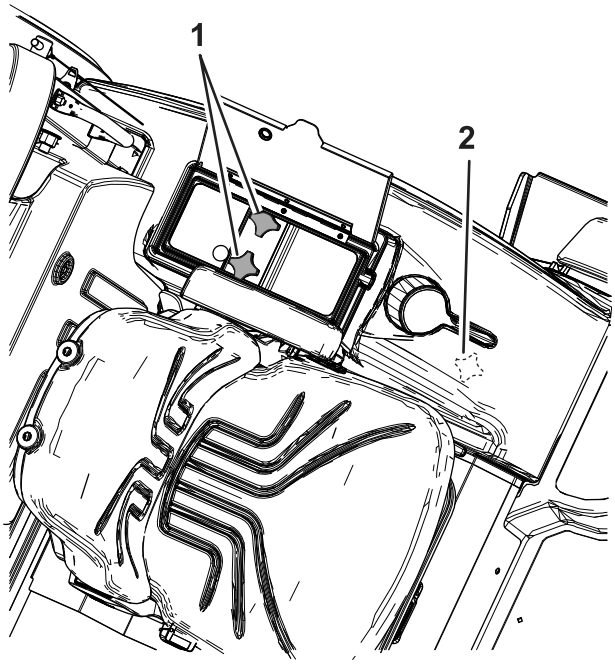

Figure 3
2. Retirez les 3 boutons à l'intérieur du boîtier de rangement (Figure 3).